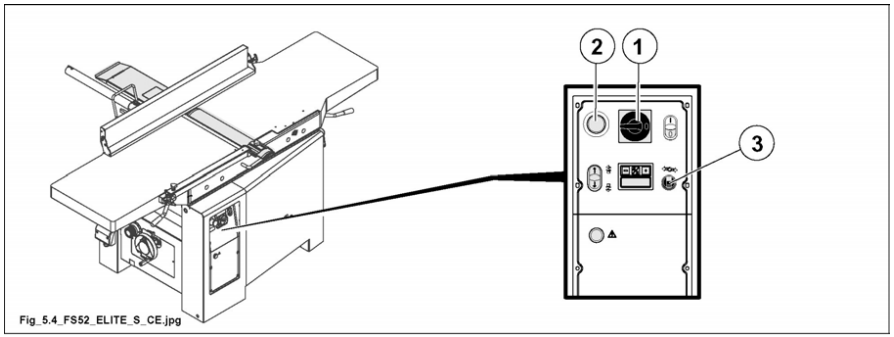

Fig. 5.4
- Make sure that the emergency buttons (2 fig. 5.4) are released, otherwise turn them in the arrow direction.
- Switch (3 fig. 5.4) is turned to (pilot lamp off).
- Main switch (1 fig. 5.4) is turned to I (ON).